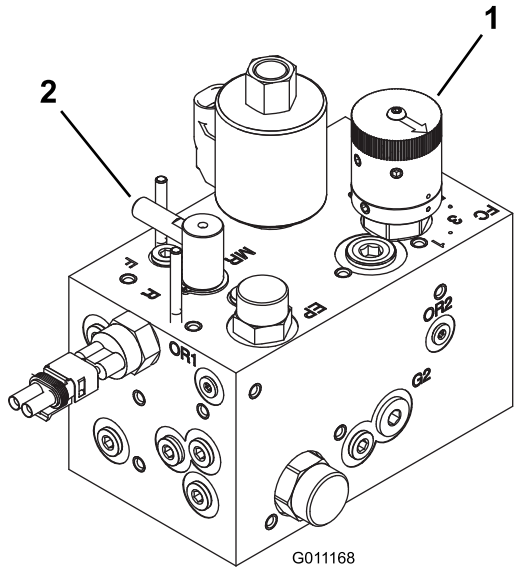

Figuur 78
3. Zet de wethendel in de stand R. Draai de toerenregelaar van de messenkooien naar stand 1 (Figuur 78).